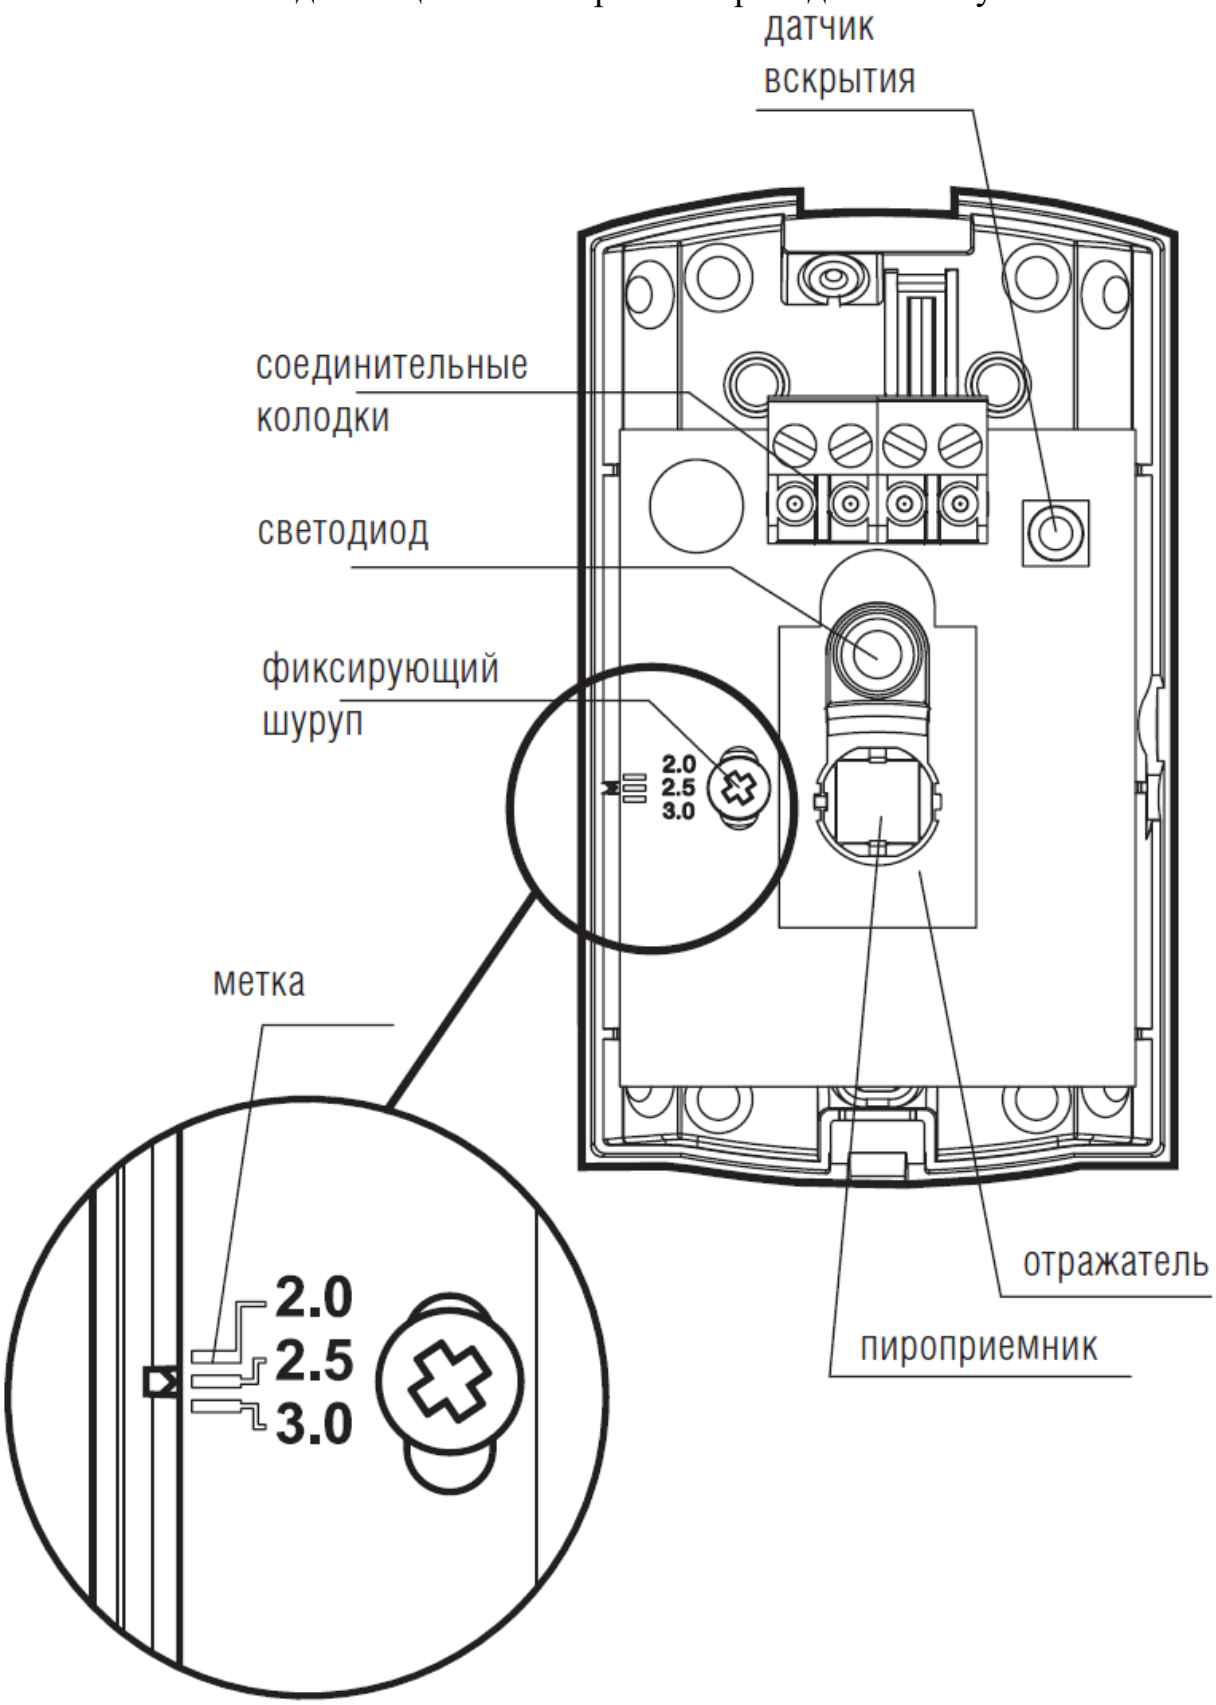

Рисунок 4.1
5.2 На печатной плате размещены: пироприемник, отражатель, соединительные колодки, двухцветный светодиодный индикатор (СДИ) и микропереключатель датчика вскрытия. На печатной плате имеется метка с рисками (Рисунок 4.1), указывающими положение платы, при котором обеспечивается дальность действия извещателя, равная 12 м, в зависимости от выбранной высоты установки извещателя.